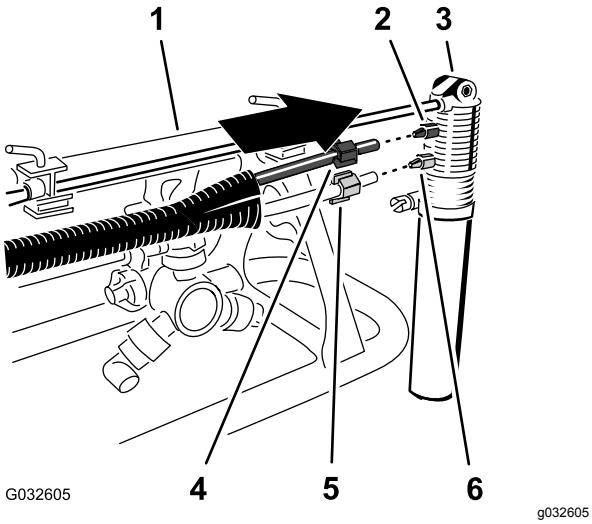

Figur 13
1. Trä den blå kompressionsmuttern över ändarna på det blåa röret och den vita kompressionsmuttern över det genomskinliga röret (Figur 13).
2. Rikta in det genomskinliga rörets ände med den vita kompressionsmuttern mot skummarkörsmunstyckets vita koppling och dra åt kompressionsmuttern för hand (Figur 13).
3. Rikta in det blå rörets ände med den blå kompressionsmuttern mot skummarkörsmunstyckets blå koppling och dra åt kompressionsmuttern för hand (Figur 13).